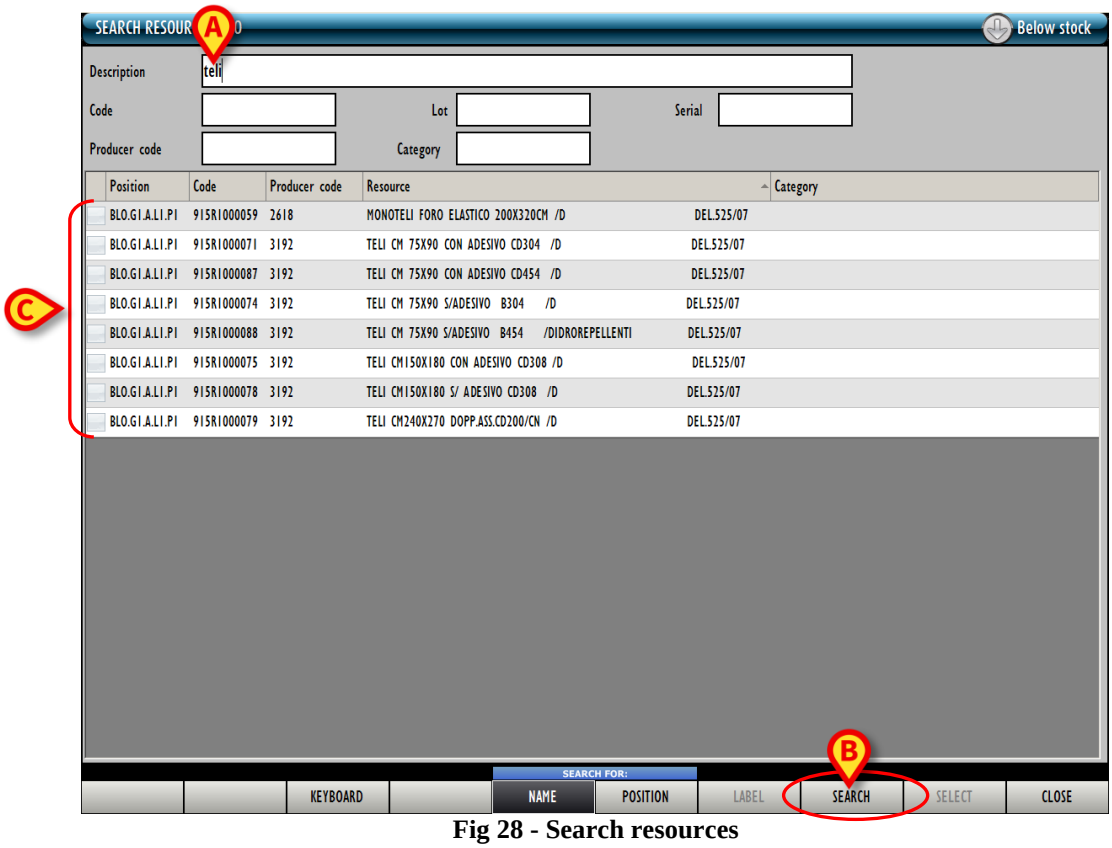

Fig 28 - Search resources
Use the **Search** button to access the system's search functionalities (described in paragraph 22). Click this button to open the screen shown in Fig 28.
The "Search" screen opens (Fig 28). This screen is described in paragraph 22.
- Insert the available information on the resource in the search fields (Fig 28 **A**).
- Click the **Search** button on the command bar (Fig 28 **B**).
The list of resources corresponding to the information specified is displayed on screen (Fig 28 **C**).